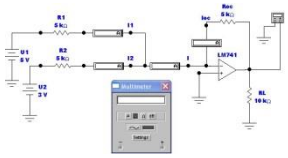

Рис. 1
1.Объяснить влияние напряжения смещения ОУ на ошибку суммирования постоянных напряжений в схеме на рис. 1?